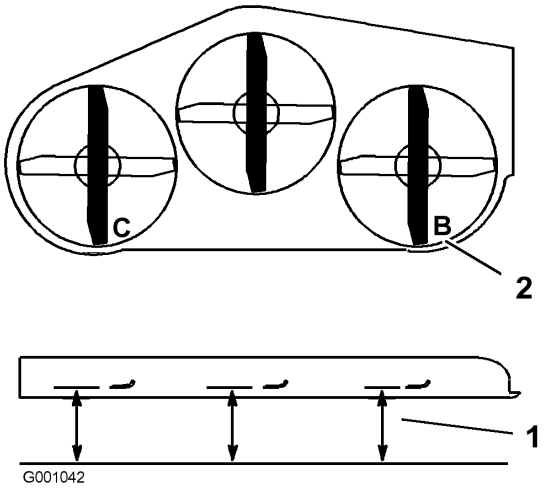

Figure 70
1. Tournez la lame droite dans le sens longitudinal (Figure 70).
2. Mesurez la distance au point **B** entre la surface plane et le tranchant de la pointe de la lame droite (Figure 70).
4. Tournez la lame gauche dans le sens longitudinal (Figure 70).
5. Mesurez la distance au point **C** entre la surface plane et le tranchant de la pointe de la lame gauche (Figure 70).